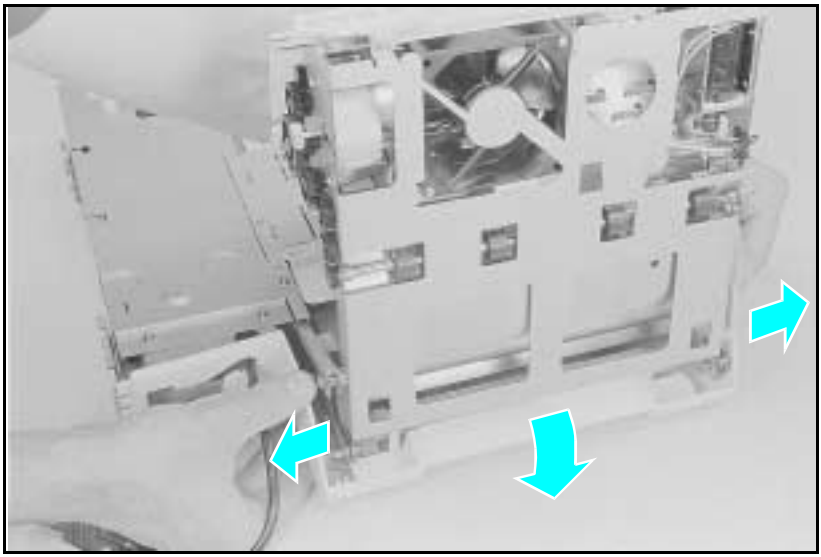

Figure A-9 Back Cover
2 Release the (2) locating pins as shown in Figure A-9.